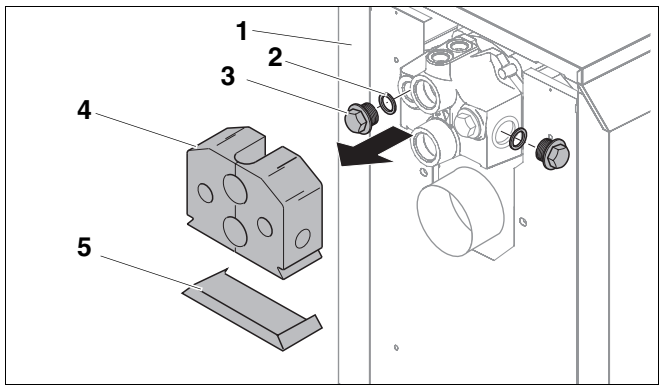

Afb. 4 Componenten aan het aansluitvormstuk demonteren
- Neem de isolatie (afb. 4, **pos. 4**) en de beschermingsplaat tegen straling (afb. 4, **pos. 5**) van het aansluitvormstuk (zie montagevoorschrift van de verwarmingsketel).
- Monteer de ommanteling (afb. 4, **pos. 1**) zoals aangegeven in het montagevoorschrift van de verwarmingsketel.
- Verwijder de stop (afb. 4, **pos. 3**) en de dichting (afb. 4, **pos. 2**) uit het aansluitvormstuk.
- Snij de isolatie (afb. 4, **pos. 4**) in functie van de gebruikte aansluitingen open en schuif ze op het aansluitvormstuk (zie montage- en onderhoudsvoorschrift van de verwarmingsketel).
- Schuif de beschermingsplaat tegen straling (afb. 4, **pos. 5**) onderaan op de isolatie.